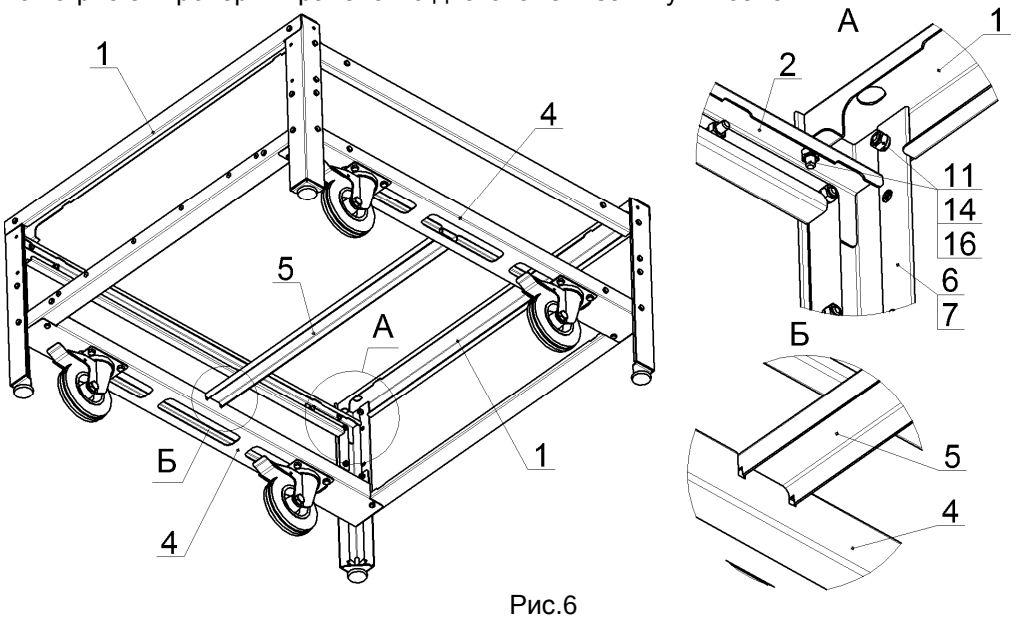

Рис.6
8. Закрепить профили лицевые верхние поз.1 (890мм) на стойках поз.6 и 7 и на профилях боковых верхних поз.2 (944мм) болтами, гайками и шайбами поз.11, 14 и 16, гайки не затягивать, как показано на рис.6.. Вложить в пазы на профилях боковых, нижних, поз 4 профиль поддержки сегментов полки поз.5, как показано на рис.6. Проверить равенство диагоналей. Затянуть все гайки: